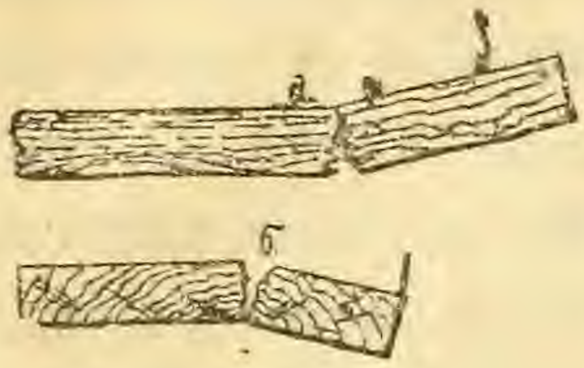

Рис. 3.
Крепость дерева, т.-е. способность его сопротивляться действующим на него силам, различна у различных пород. *Твердые* породы будут и наиболее *крепкими*. Впрочем крепость дерева не по всем направлениям одинакова; так, дерево хорошо сопротивляется, если усилие направлено на то, чтоб переломить его, то-есть перервать те волокна, из которых оно состоит, но сопротивление будет значительно (от 4—10 раз) слабее, если усилие будет стремиться разъединить эти волокна (рис. 3, *а* и *б*). Дерево, например, труднее *переломить* поперек (*а*), чем *расколоть* вдоль (*б*).
5) *Свилеватость* — извилистые (волнистые) волокна (рис. 3 и 4 таб. I). Доски из такого дерева имеют перерезанные волокна, трудно